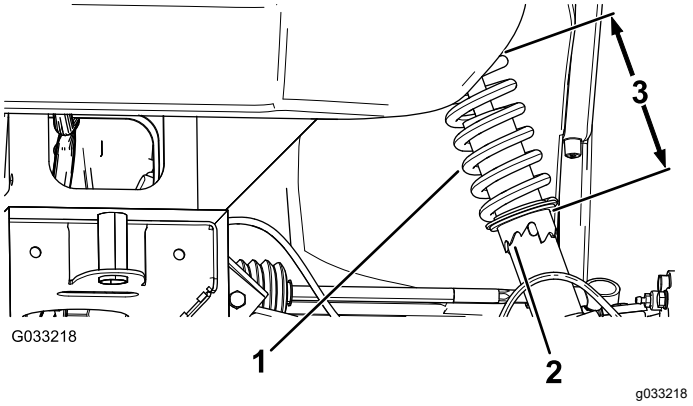

Figur 55
2. Hvis hjulets hældning ikke er korrekt, skal du bruge gaffelnøglen til at dreje muffen på støddæmperen og tilpasse hjulsporingen (Figur 55).